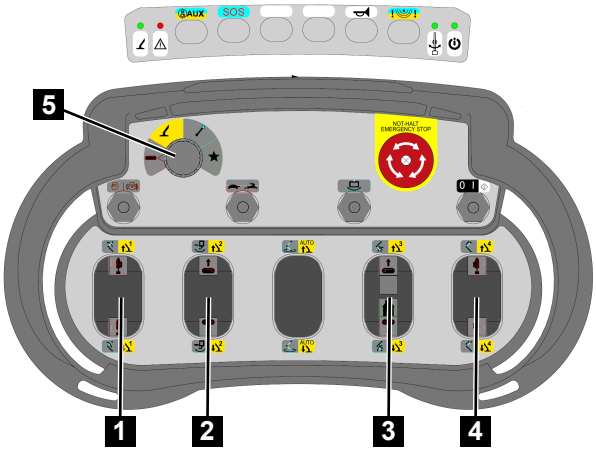

Fig. 141
3. Set the function selector (Fig.141/5) to *[outrigger function]* (yellow).
4. Use the control levers (Fig.141/1, 2, 3 and 4) to operate the outriggers as per the following table.